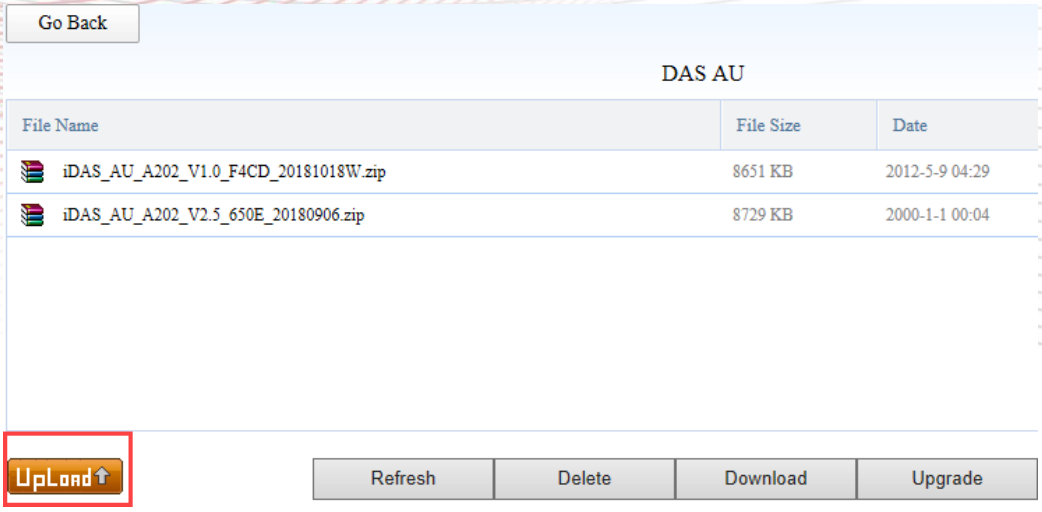

Figure 49. Software Upgrade 2
2. On the software upgrade page, as shown in Figure 49, click the Upload button to upload the software package file.